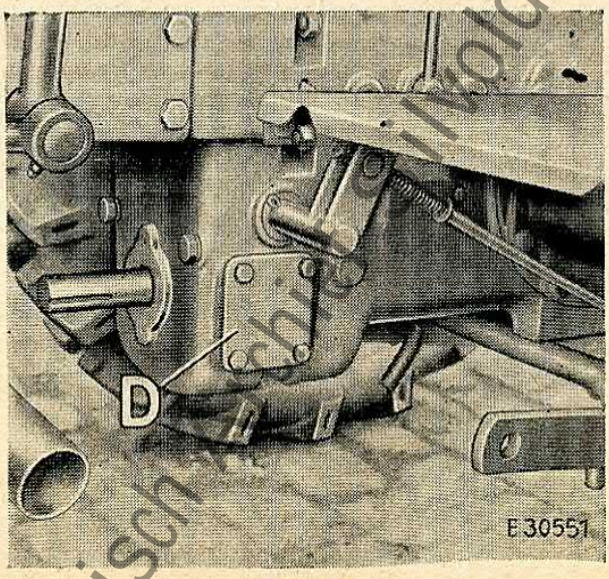

Bild 1
1. Den Deckel (D, Bild 1) für die Öffnung am Getriebegehäuse, links der vorderen Zapfwelle, abschrauben.